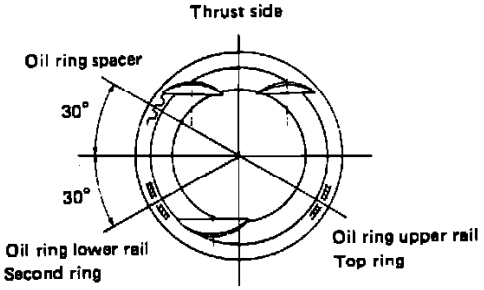

Fig. 35 Piston Ring Installation
22. Position ring end gaps as shown, **Fig. 35,** then install piston/rod assemblies into cylinders. Ensure intake valve recesses on piston face intake manifold side of engine.